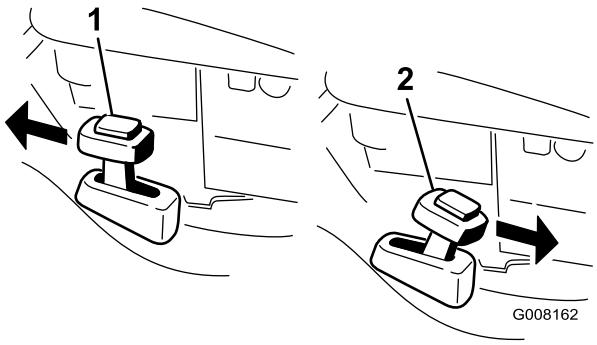

Figure 19
2. Appuyez sur le bouton en haut du levier de recyclage/ramassage et placez le levier à la position **mode recyclage** (Figure 19).
2. Pour ramasser l'herbe coupée, montez le bac à herbe (voir Montage du bac à herbe). Appuyez sur le bouton en haut du levier de recyclage/ramassage et placez le levier à la position **mode ramassage** (Figure 19).
Remarque: Le levier de recyclage/ramassage doit être à la position **mode ramassage** (Figure 19).